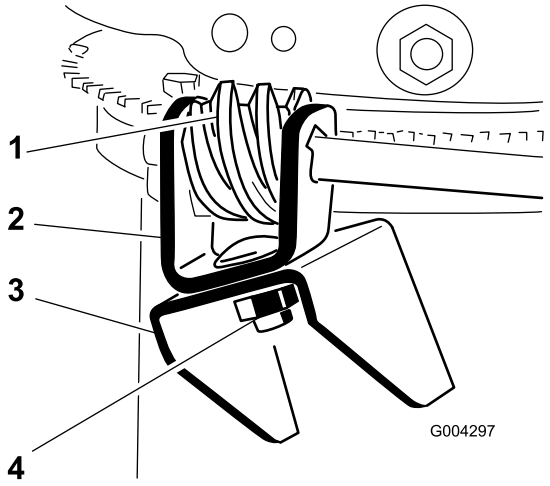

Bild 11
3. Fetten Sie das Schneckengetriebe mit Nr. 2 Allzweckfett ein (Bild 11).
4. Bringen Sie das Schneckengetriebe und die Halterung mit einer Schraube, Belleville-Scheibe und Sicherungsmutter lose am Montageflansch an, siehe Bild 11.
5. Schieben Sie das Schneckengetriebe in den Zahnkranz des Auswurfkanal-Halterings und ziehen Sie die Sicherungsmutter fest (Bild 11).